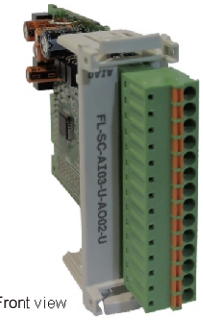

Figure 1.1 : Front view
- FL-SC-AI03-U-AO02-U card as shown in figure 1.1 is used as a plug - in module in Flexys Series, EXP FLE 2M, and not as an independent module